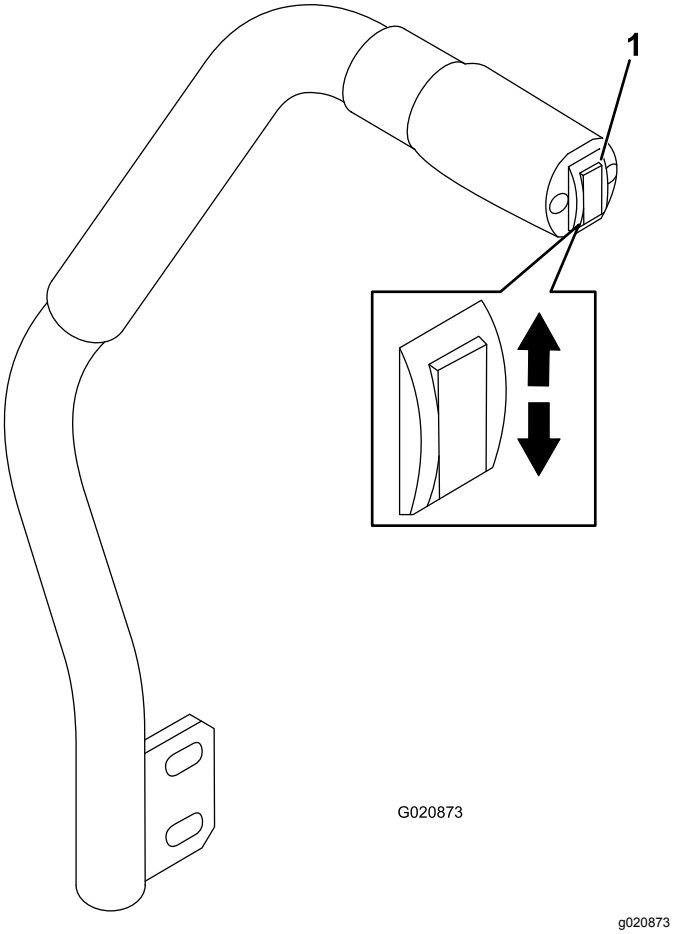

**Rysunek 22**
Przełącznik podnoszenia podwozia podnosi i opuszcza zespół tnący (Rysunek 22). Aby użyć tej dźwigni, silnik musi znajdować się w trybie pracy.
- Aby opuścić zespół tnący, naciśnij przełącznik podnoszenia podwozia (Rysunek 22).
- Aby podnieść podwozie kosiarki, pociągnij przełącznik podnoszenia podwozia w górę (Rysunek 22).
1. Przy pracującym silniku pociągnij przełącznik podnoszenia podwozia w górę i zaczekaj na pełne podniesienie zespołu tnącego, a następnie **natychmiast zwolnij przełącznik** (Rysunek 22).